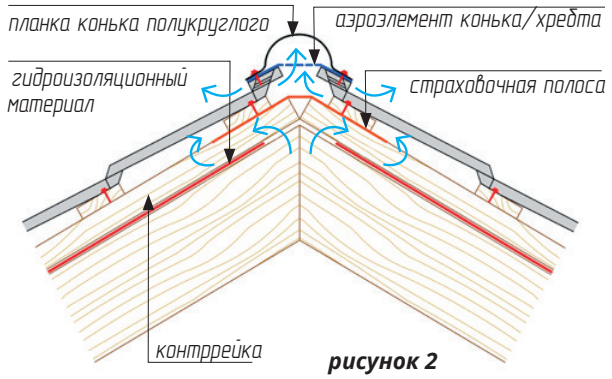

рисунок 2
- В случаях когда требуется разрыв в гидроизоляционном слое конькового узла, для защиты от возможных протечек, после установки контрреек рекомендуется обустроить страховочную полосу из гидроизоляционного материала вдоль конька, как показано (рис. 2. Для крыш с холодным чердаком или треугольником).